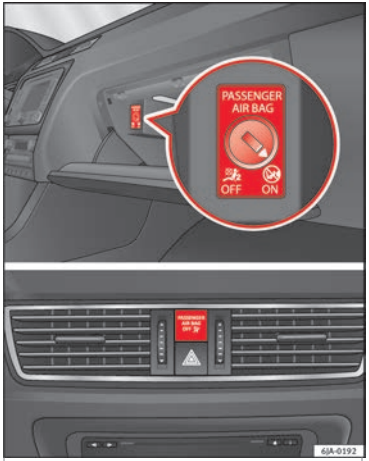

Fig. 18 Front passenger front airbag switch/warning lamp for disabling the front passenger airbag.
• the airbag is disabled, signalled with the warning lamp **OFF** which lights up with the word **PASSENGER AIR BAG OFF**, placed in the centre part of the dash panel ››› **Fig. 18** ③.
– Insert the key into the slot of the switch for deactivating the front passenger airbag ››› **Fig. 18**. About 3/4 of the key should enter, as far as it will go.